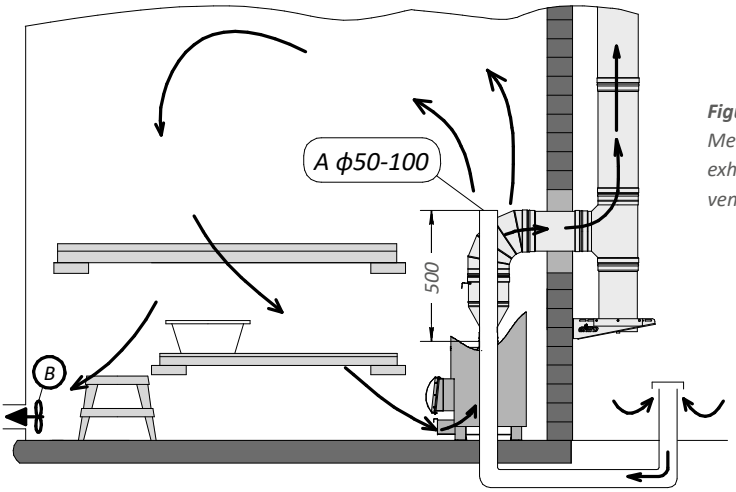

***Figure 2**. Mechanical exhaust ventilation*
2) Mechanical exhaust ventilation (Figure 2):